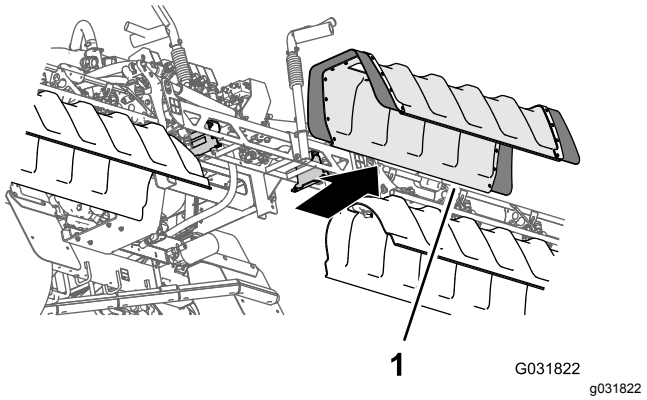

Figur 40
2. Fjern det midtre seksjonsdekslet fra maskinen (Figur 40).